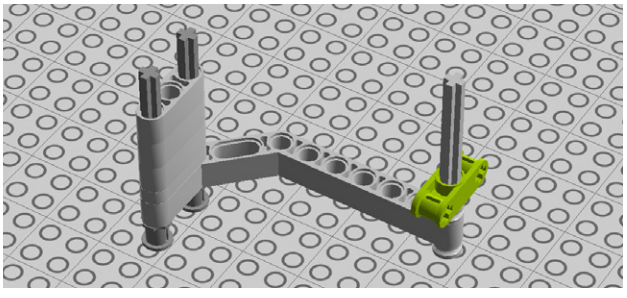

Figure 7-71. *Step 64: Attaching a double cross block*
64. Add a double cross block (see Figure 7-71).